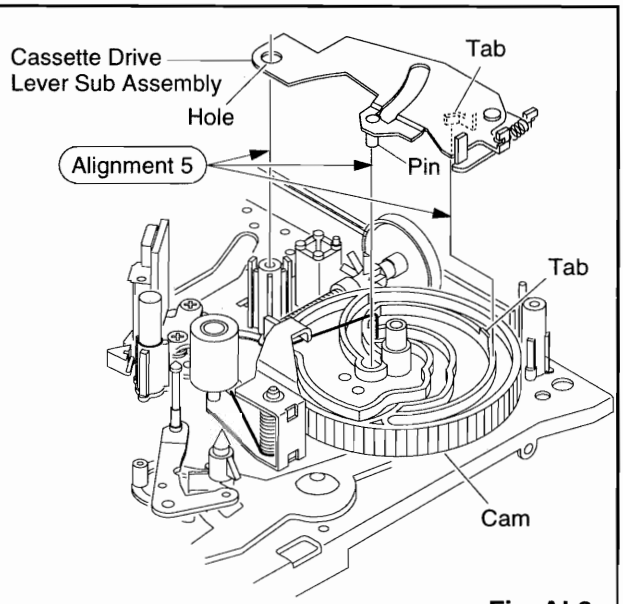

Fig. AL6
1. Ensure that the pin of the Cassette Drive Lever Sub Assembly is positioned in the groove of the upper Cam and that the hole is positioned as shown in Fig. AL6. Then, make sure that the tab of the Cassette Drive Lever Sub Assembly is outside of the tab of the Cam.